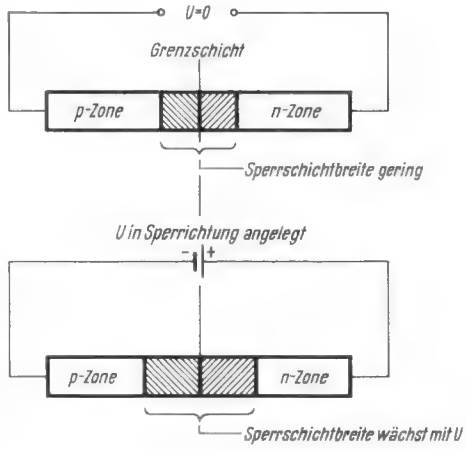

Bild 2. Einfluß der Spannung auf die Sperrschichtbreite
2.2 Abhängigkeit der Sperrschicht-Kapazität von der Sperrspannung *Bild 2*